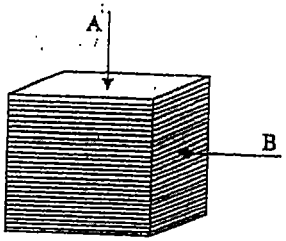

Figura 4
6.- La Figura 4 (ver última página) representa una porción del núcleo de un transformador. La dirección de circulación del flujo debe ser la indicada por la flecha A.